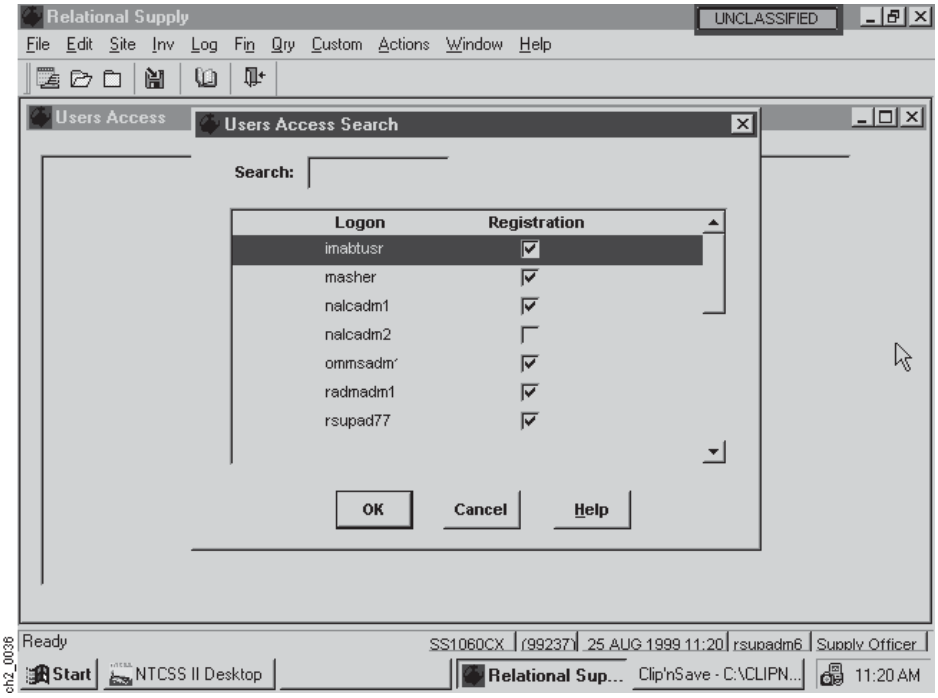

Figure 2-50
(4) Step 4. On the User's Access Search Screen above (Figure 2-50), enter the name of the user or highlight a name from the list on the screen and then select the OK Option to continue.